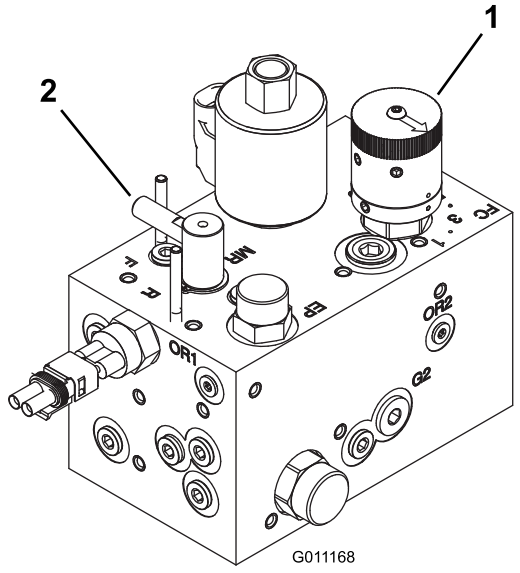

Figur 75
3. Drei slipekontrollen til slipestilling (R). Drei spolen for spolehastighet til posisjon 1. Se Figur 75.